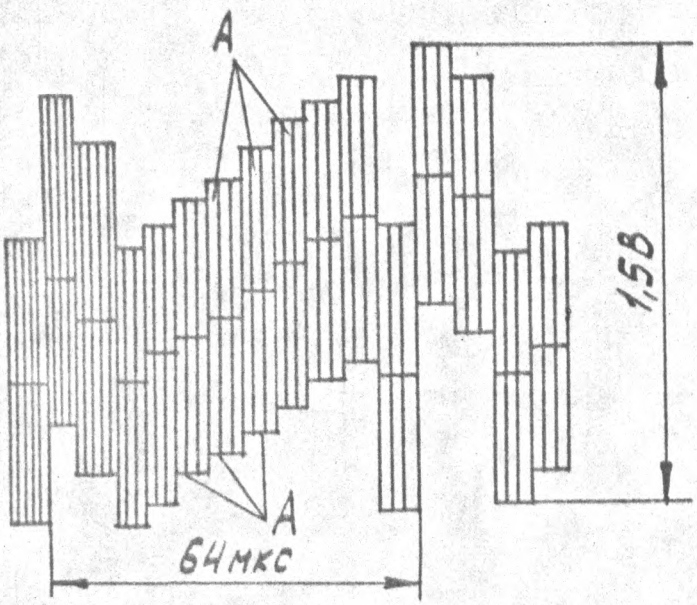

РИС.7.14
7.3.7.5. С ПОМОЩЬЮ РЕЗИСТОРА А3-1R110 ОТРЕГУЛИРУЙТЕ СИГНАЛ ТАК, ЧТОБЫ УРОВЕНЬ НЕСУЩЕЙ (ЧАСТИ А) НА КРАЯХ СИГНАЛА БЫЛ МИНИМАЛЬНЫМ, КАК ПОКАЗАНО НА РИС.7.14.